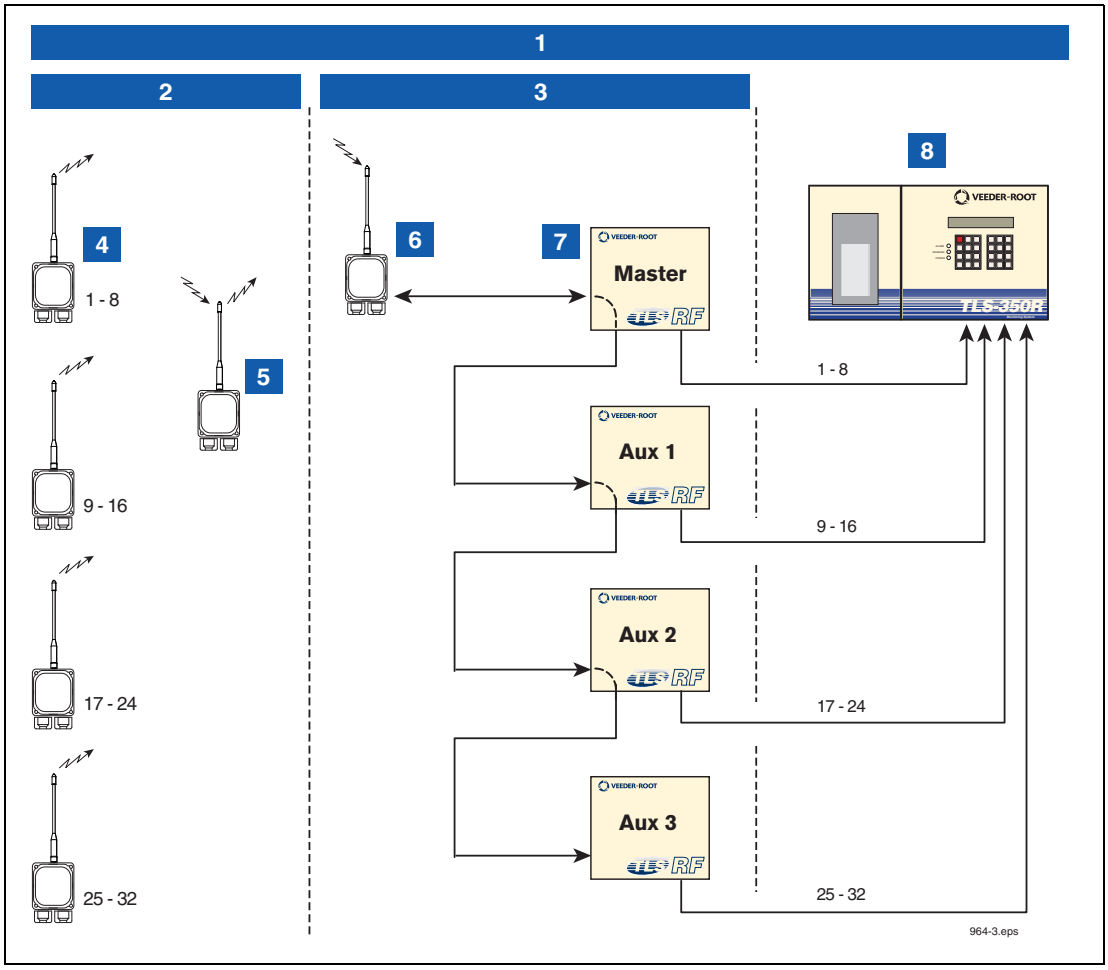

**Figure 22. Example Site Network Diagram**
An example TLS RF Wireless System site network illustrating a 32 Transmitter configuration is shown in Figure 22. The maximum number of Transmitters permissible in a site is 32 (requires 4 TLS RFs).
**LEGEND FOR NUMBERED BOXES IN Figure 22**